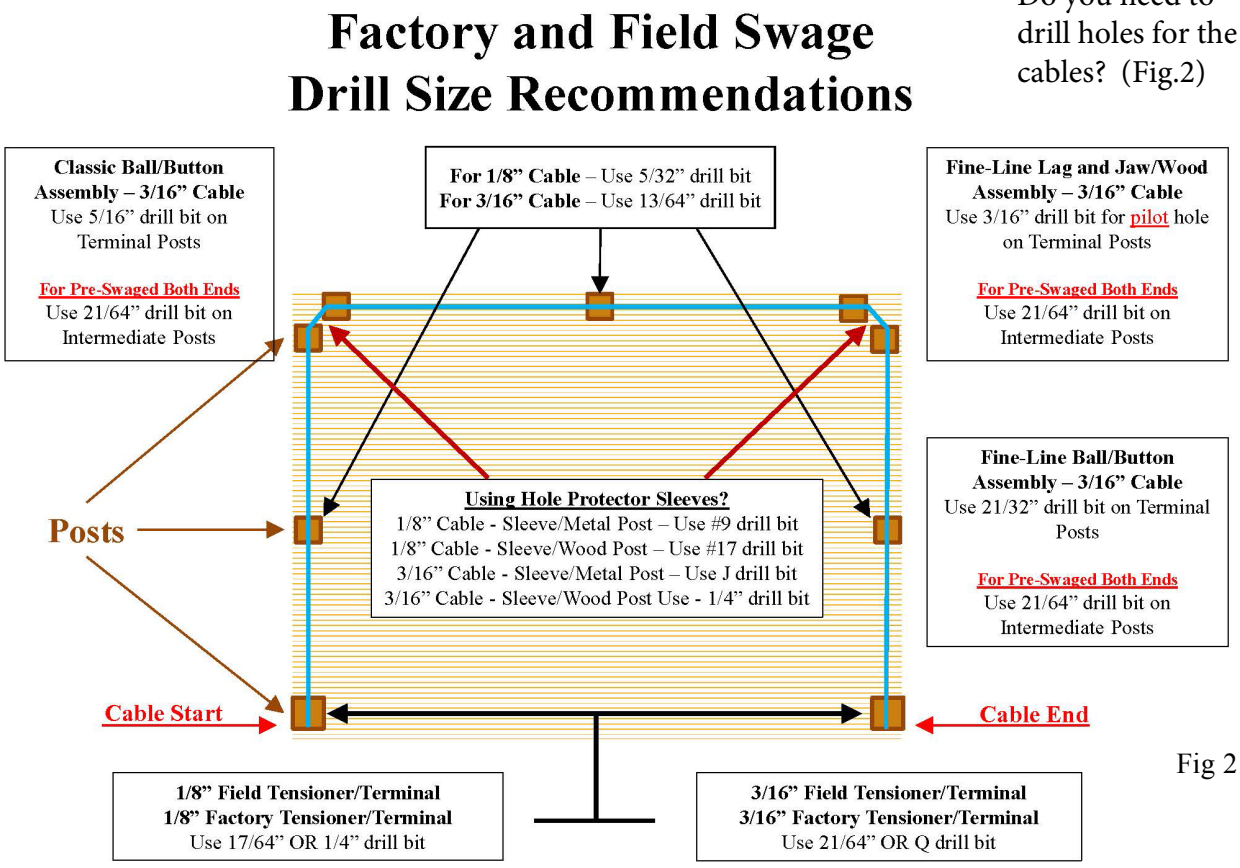

Fig 2
Do you need to drill holes for the cables? (Fig.2)
**NOTE:** If using Hole Protector Sleeves, install these prior to lacing the cable through the intermediate posts. Reference (Fig. 2) for drill size recommendations.